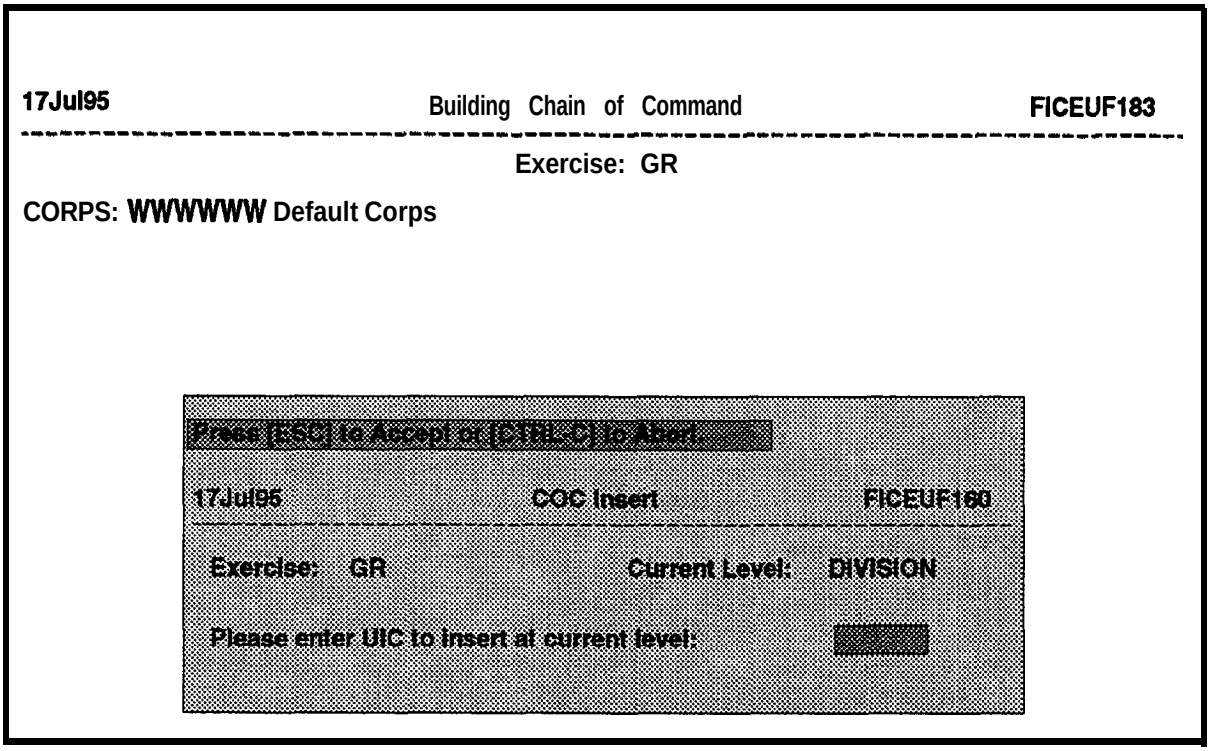

Figure 6-8. Chain of Command Insert Window for the Create Chain of Command Option
h. Enter the the level **number for the next unit in your Chain of Command. The COC** Insert window will be displayed as shown in Figure 6-8. The Type Data Code of your exercise will be displayed in the upper left corner of the window. The level you selected at the beginning of this paragraph will be displayed in the upper right comer of the window as the level to be assigned for the UIC you are about to enter. The following prompt will be displayed in the middle of the window:
(1) To add another unit at the same level, press **F1.** The COC Insert window will be displayed as shown in Figure 6-8 (page 6-20). Repeat the procedures outlined in paragraphs h. and **i.(l),** until you have added all the units at this level of the COC. Then proceed to paragraph **i.(2),** below.